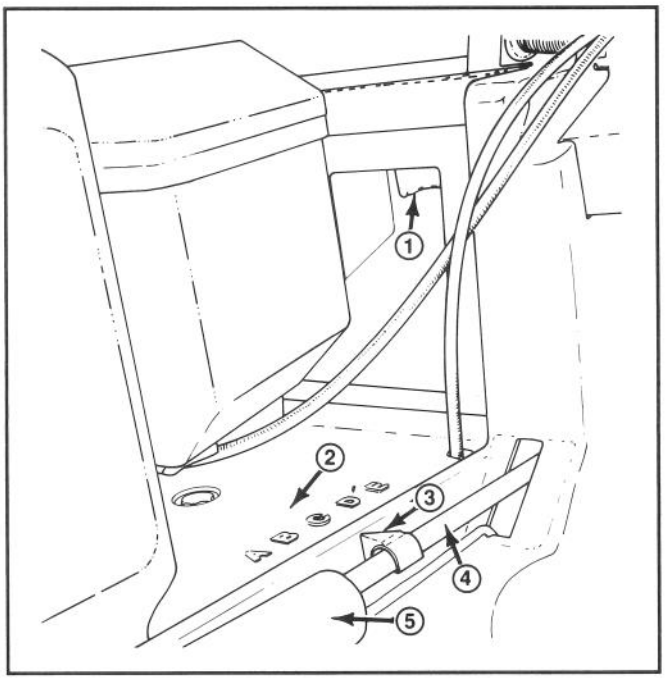

Abbildung 14
2. Den Hebel für die schnitthöheneinstellung mit einem oder zwei Fingern drücken (Abb. 14).